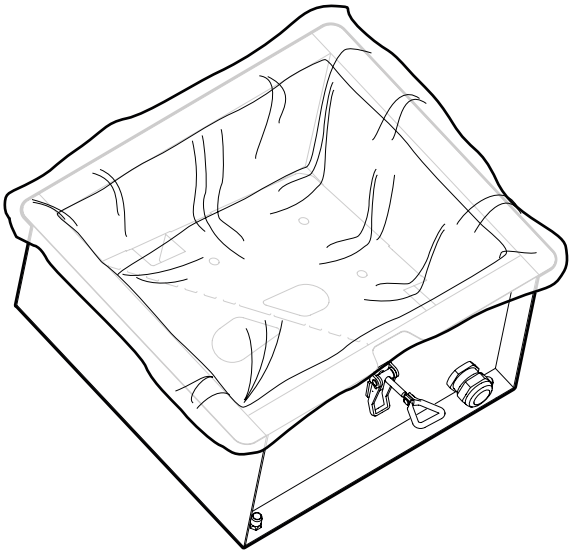

Fig. 28
6. Einen neuen Staubbeutel CMF PSW3 ordnungsgemäß in den Staubsammelbehälter einlegen (**Fig. 28**).